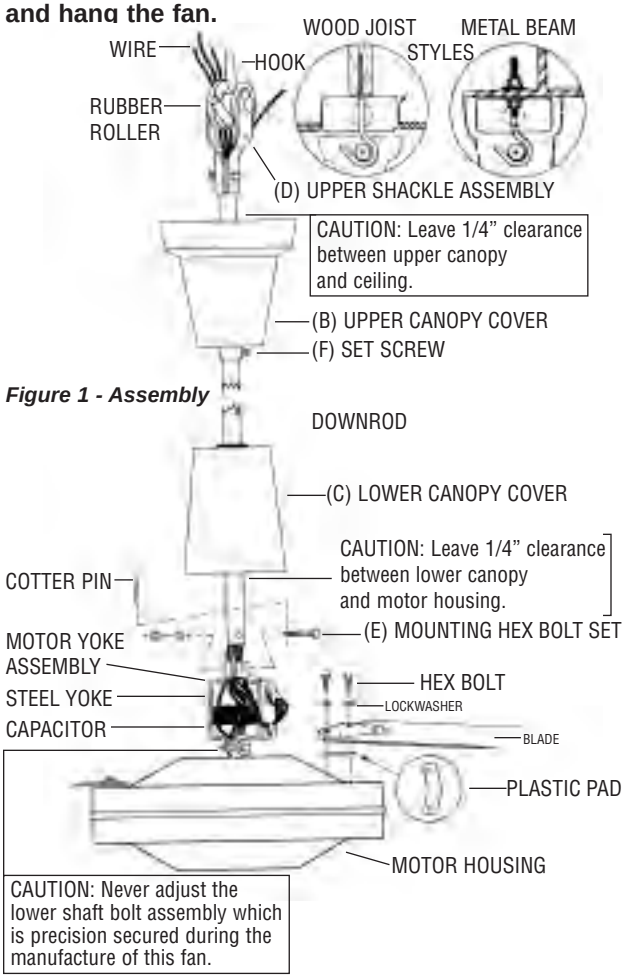

***Figure 1 - Assembly***
2. At the motor yoke assembly (A), remove the cotter pin and loosen the hexagon nut. Carefully remove spring washer and the hexagon screw (E). ***(See Figure 1)***
3. Slide the upper canopy cover (B) (bell shaped) up the rod. Slide the lower canopy cover (C) up to rod.
**CAUTION: Blades must be fastened to the motor as shown in Figure 1. DO NOT reverse blades when installing.**